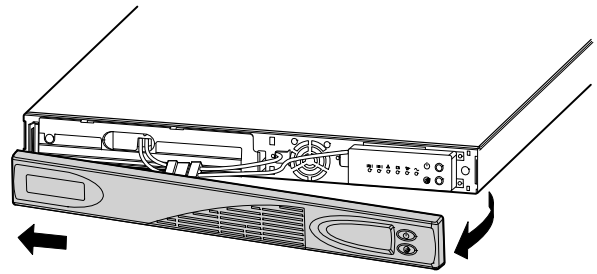

**Figure 25. Removing the UPS Front Cover**
1. Pull the right side of the UPS front cover to release the snaps at the right and middle of the cover (see Figure 25). Remove the UPS front cover from the left side.